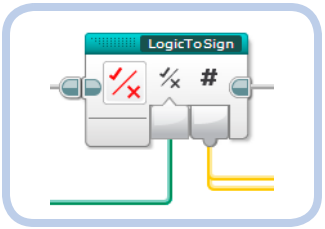

Figure 10-15: The resulting LogicToSign *My Block, part of the* Step *My Block*
4. Click **Finish** to create the My Block. Your finished My Block should look like Figure 10-15.